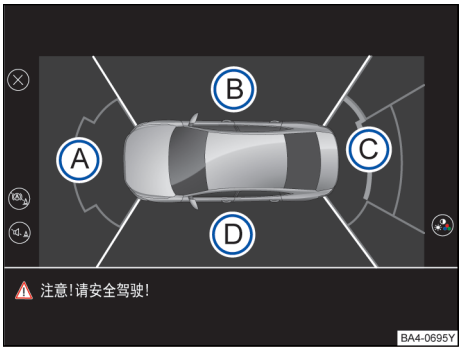

图 154 全景摄像系统显示：鸟瞰图
– 全景摄像系统视图 154
→ 图 154 的图例：
通过结合所有摄像头图像产生一个鸟瞰图→ 图 154。通过点击**汽车**区域可以选择鸟瞰图。
通过点击鸟瞰图→ 图 154 Ⓐ 至 Ⓓ 的各个区域或微型鸟瞰图，可以选择相应的摄像头图像显示。